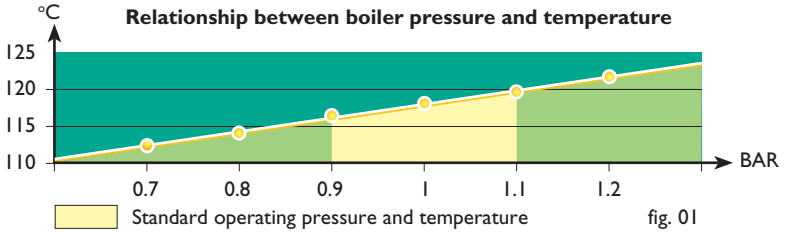

fig. 01
- Boiler pressure is directly controlled by water temperature (fig. 01).